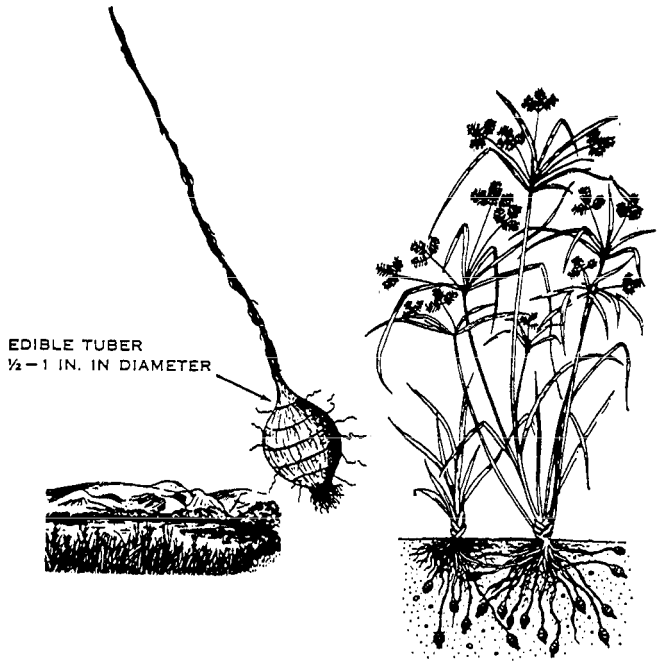

Figure 6-9.—Nut grass.
4. NUT GRASS. Nut grass is widespread in many parts of the world. Look for it in moist, sandy places along the margins of streams, ponds, and ditches. It occurs in both Tropical and Temperate climates. The grass differs from true grass because it has a three-angle stem and thick underground tubers that grow 1/2 to 1 inch in diameter. These tubers are sweet and nutty. Boil, peel, and grind them into flour. This flour can be used as a coffee substitute. (See fig. 6-9.)